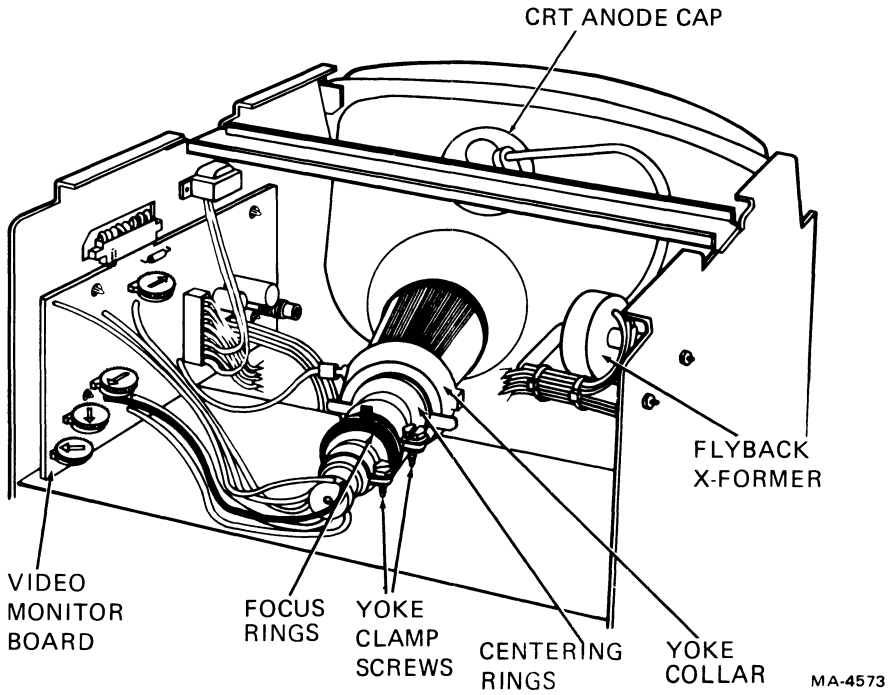

Figure 5-5 Elston Monitor CRT Adjustments
5. Adjust the focus rings furthest from the yoke for the best focus at all four corners (Figure 5-5). Readjust R477 if needed.
8. Loosen the yoke collar clamp screw (Figure 5-5) and turn the yoke until the four sides of the display presentation are parallel to the red shaded area of the alignment template.
8. Center the presentation by rotating the frontmost centering rings the neck of the CRT (Figure 5-5) with respect to the tube and each other.